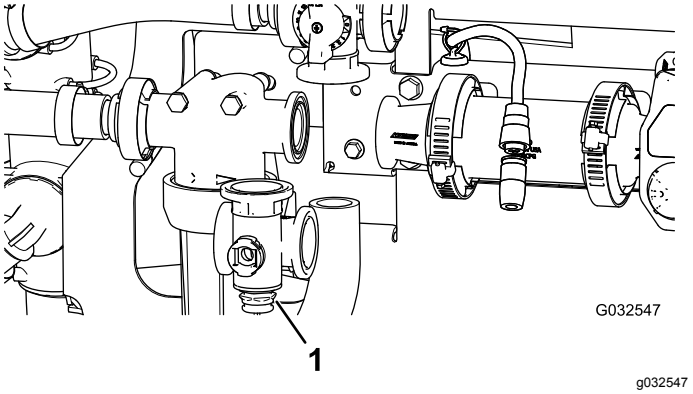

**Рисунок 107**
2. Снимите коллектор клапана перемешивания с машины (Рисунок 107).